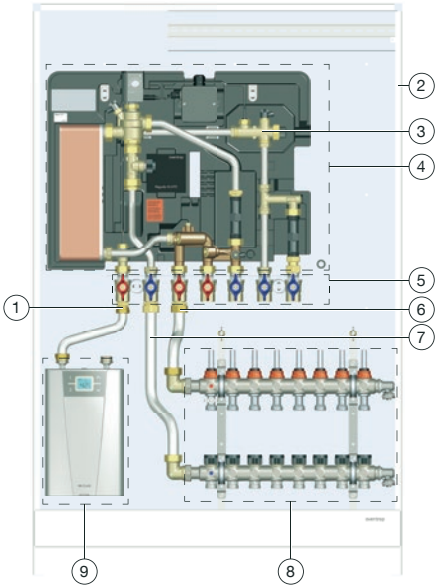

Fig. 2: Schéma d'installation
- Démonter le capteur de débit (voir position 3 sur la Fig. 2 en page 28).